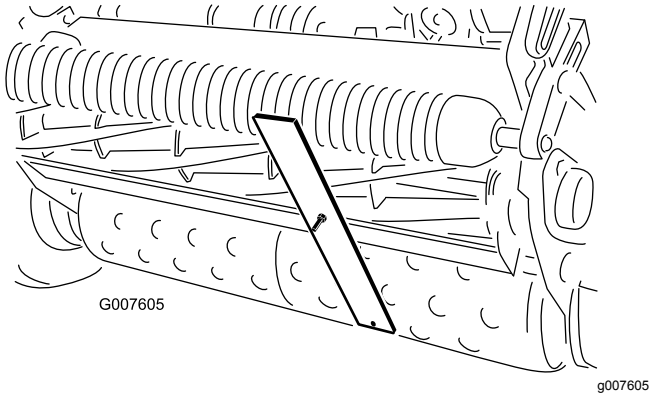

Rysunek 56
4. Zahacz łeb śruby o krawędź tnącą noża dolnego i oprzyj tylny koniec drążka na rolce tylnej (Rysunek 56).